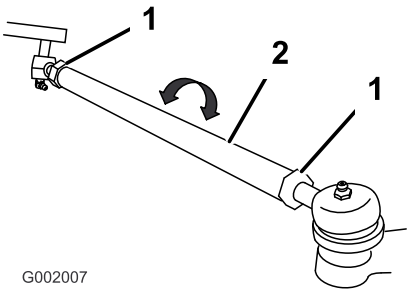

Figur 34
5. Hvis målingen ikke falder inden for de specificerede mål, skal kontramøtrikkerne løsnes i begge ender af forbindelsesstængerne (Figur 34).